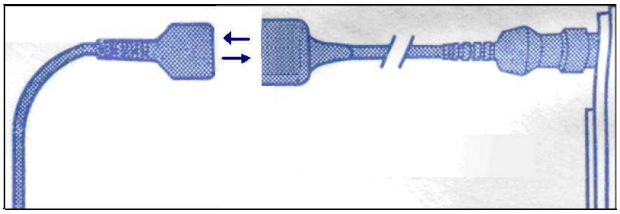

Figura 7-11 Testați cablul de presiune
1) Deconectați cateterul de cablu. Introduceți ştecherul de test al cablului în capătul cu cateter al cablului. (Vezi figura 7-11).